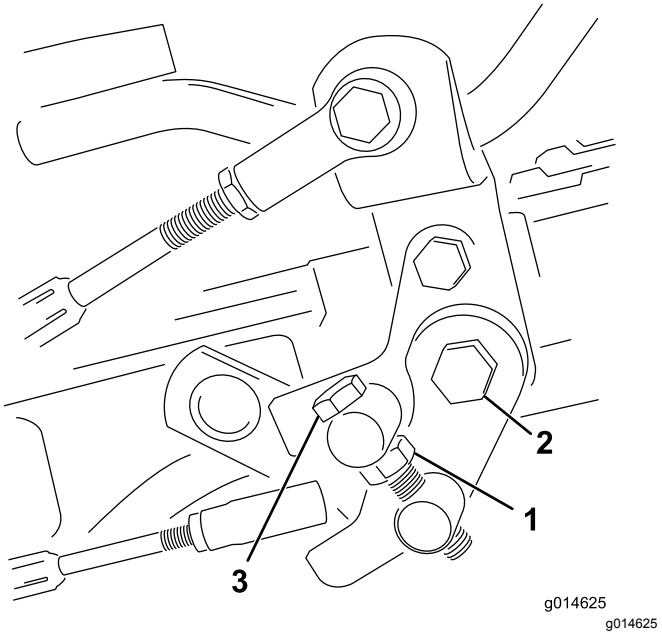

Figur 42
1. Løsn kontramøtrikken på trækbøjlen (Figur 42).
4. Tilspænd kontramøtrikken på tappens maskinskrue og møtrikken på pedalens drejetap for at låse justeringen (Figur 42). Kontroller justeringen, og juster som påkrævet.